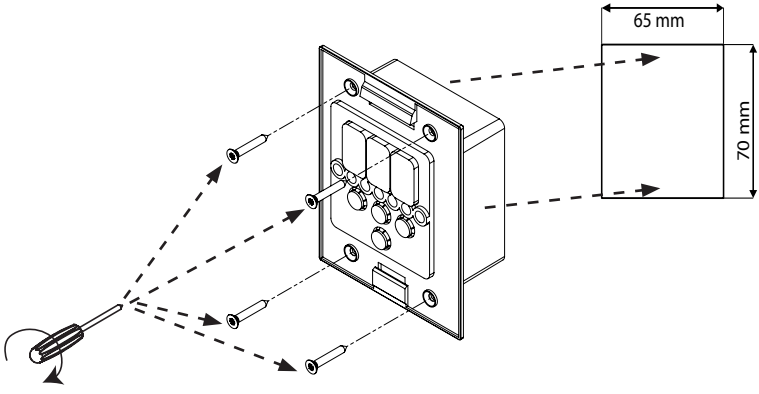
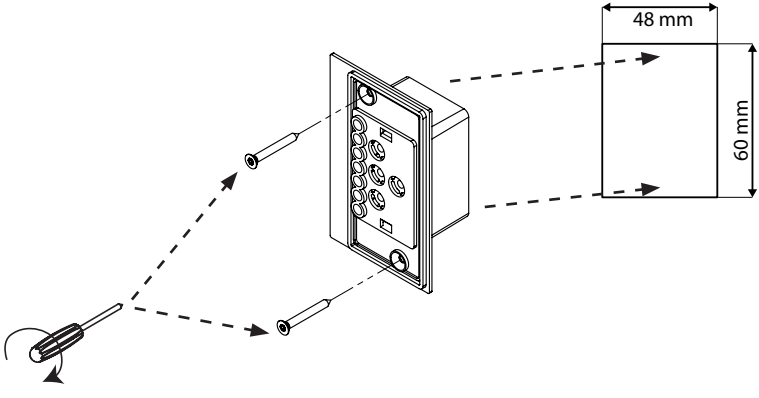

Fig. 5 Montage de l'élément de commande pour Pro D
Fig. 6 Montage de l'élément de commande de la sortie supplémentaire (en option)
1. Découpez l'évidement de 70 x 65 ou 60 x 48 mm en avec, par exemple, une scie sauteuse (voir **Fig. 5 et Fig. 6**).